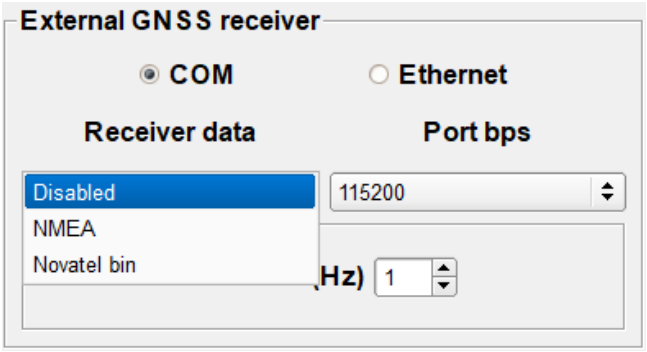
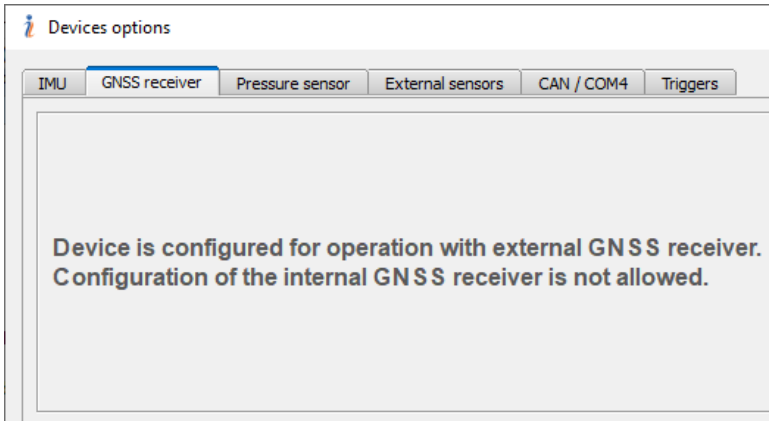

Fig. 4.13.
Fig. 4.14.
- **Receiver data** – allows user to choose appropriate output format of external GNSS receiver data from the drop-down list (see Fig. 4.13). Once a desired format is chosen, the "GNSS receiver" tab of "Devices options" window disables immediately (see Fig. 4.14). To stop using the external GNSS receiver, simply choose "Disabled" from the drop-down of "Receiver Data" field.